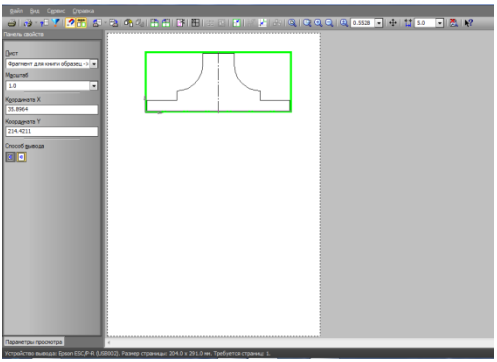

Рисунок 8.20 – Просмотр документа в режиме Предварительный просмотр
– щелкните в дереве элементов чертежа по пункту *Параметры листа*, если он не раскрыт, а затем по пункту *Неуказанная шероховатость*. В правой части появится панель *Параметры текста неуказанной шероховатости*, показанная на рисунок 8.20.